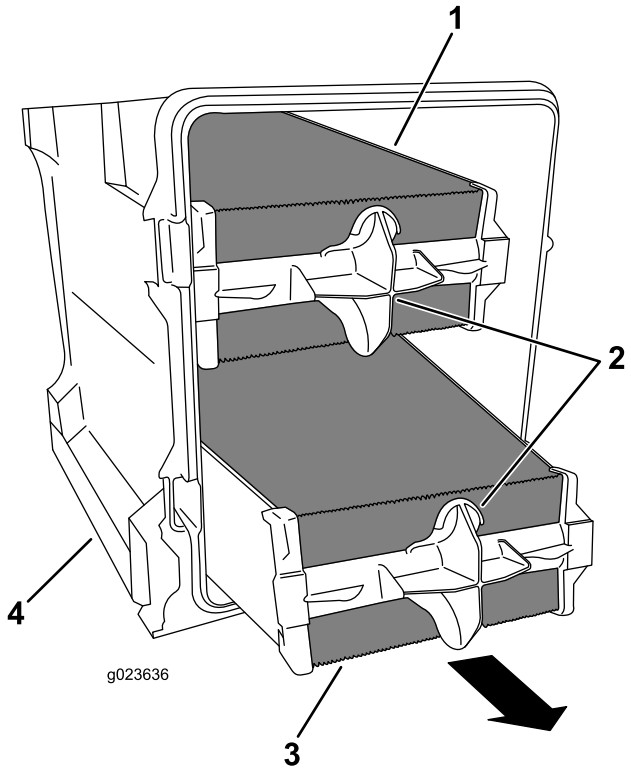

Rysunek 86
4. Korzystając z uchwytów filtra powietrza, wyjąć filtr podstawowy z pokrywy filtra powietrza (Rysunek 86).